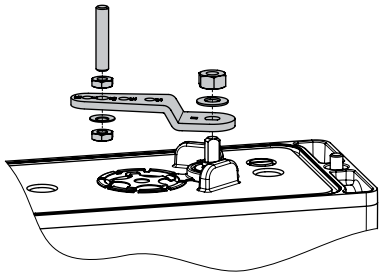
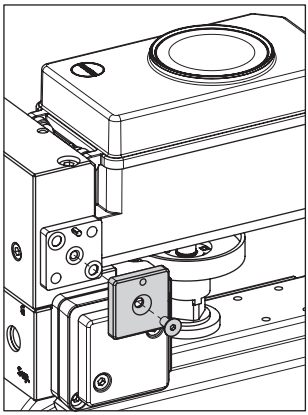

Fig. 5-14: *Follower pin in 90° position*
Fig. 5-16: *Mounting the turnboard*
5. Insert and fasten the follower pin in the 90° position on the positioner's lever (see Fig. 5-14). Only use the longer follower pin included in the mounting kit.
6. Align the positioner on the adapter bracket (1) in such a way that the follower pin engages into the actuator's follower wheel (3).
7. Fasten the positioner onto the adapter bracket (4) using the fastening screws (6).
2. Fasten the adapter block (1) to the actuator's NAMUR interface using the four fastening screws (2). Make sure the seals are correctly seated.
3. Mount the follower wheel (3) onto the actuator shaft. Use the matching adapter (see Table 5-9 on page 5-43).
4. Place the adapter bracket (4) onto the adapter block (1) and fasten it using the fastening screws (5). Make sure the seals are correctly seated.
5. Insert and fasten the follower pin into the 90° position on the positioner's lever (see Fig. 5-14 on page 5-20).
8. Mount the Type 3710 Reversing Amplifier (7) together with the two guide bushings (8) and terminal plate (9) onto the adapter bracket using the associated fastening screws (10). Make sure the seals are correctly seated.
10. Mount the turnboard marked '***Doppel***' for double-acting actuators or the turnboard marked '***PST***' for single-acting actuators with partial stroke testing. See Fig. 5-16. Make sure the seals are correctly seated.